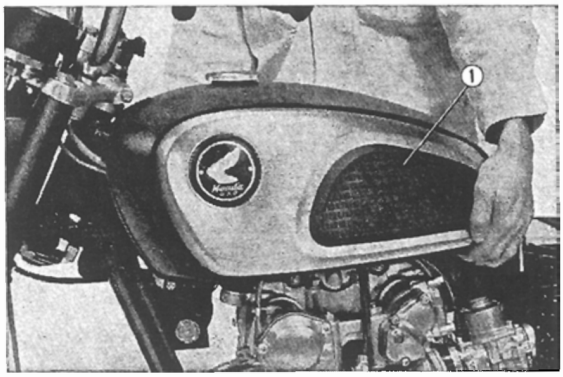

Fig. 4.33 Installing the fuel tank
① Side cover ② 6 × 8 mm hex bolt
③ Full tank
3. Fit the front and rear rubber cushions to the frame body. The front rubber cushion should be inserted by pushing the fuel tank from the rear. Install the fuel tank rear bracket on the rear cushion. **(Fig. 4.33)**